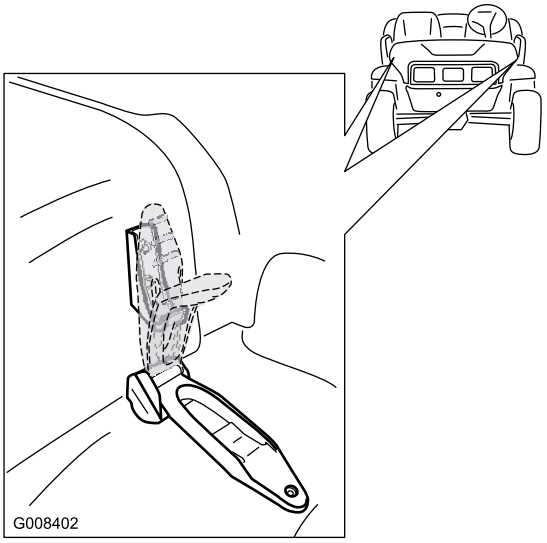

Figur 27
1. Lyft upp handtaget på gummispärrarna på vardera sidan av motorhuven (Figur 27).
2. Säkra motorhuven genom att rikta in gummispärrarna mot spärrankarna på vardera sidan av motorhuven (Figur 27).